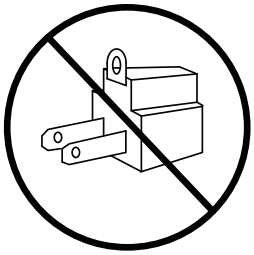

Figura 4
- No use un adaptador. (vea la Figura 4).